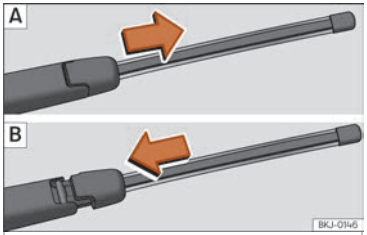

Fig. 84 Retirar e colocar a escova do limpa-vidros traseiro.
- Deslizar o adaptador da escova na direção da seta e retirar a escova ››› Fig. 84 **A**.
- Posicionar a escova, tal como se indica em ››› Fig. 84 **B** e deslizar o adaptador até que encaixe.